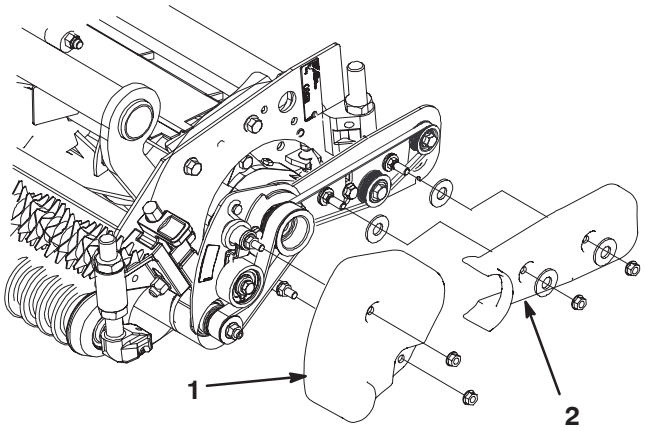

Figure 39
42. Insert a washer onto each brush cover mounting bolt (Fig. 39).
43. Slide the brush belt cover onto the mounting bolts and secure with (2) washers and lock nuts (Fig. 39). **Do not overtighten nuts as damage to cover may occur.**
44. Insert the groomer drive cover onto the tap bolts and secure with (2) 5/16–18 flange nuts (Fig. 39). **Do not overtighten nuts as damage to cover may occur.**